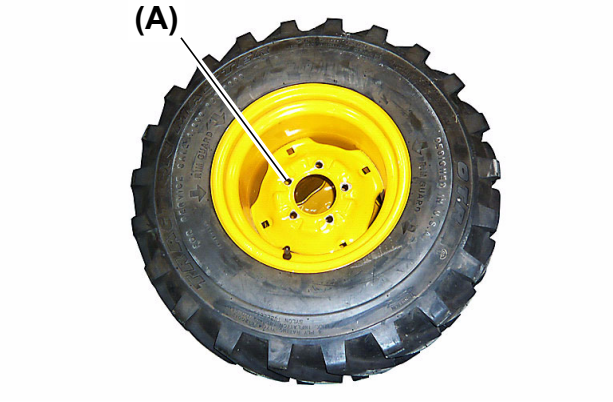

Fig. 6
7. Remove the five (5) 7/16 - 20 UNF wheel bolts **(Fig. 6, (A))**.